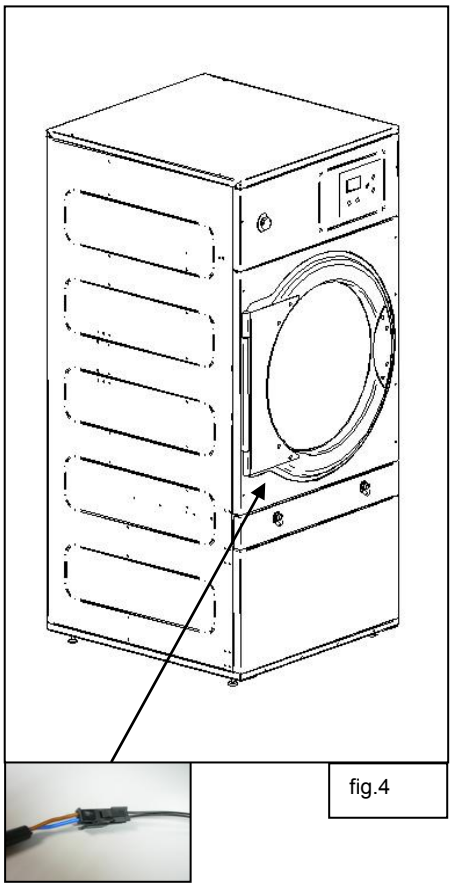

fig.4
7. Collegare il nuovo sensore reed con il nuovo cavo e montare di nuovo il coperchio del filtro. Montare il coperchio superiore che era stato rimosso nella fase 1. Il processo è completato. Vedi fig. 4